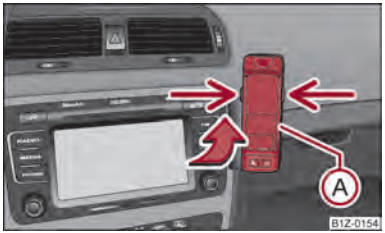

Fig. 111 Universal preparation for the mobile phone
– First of all push the adapter Ⓐ in the direction of arrow ⇒ fig. 111 up to the stop into the mount. Press the adapter slightly downwards, until it locks securely into position.
– Press simultaneously the side locks of the mount ⇒ fig. 111 and remove the mobile phone and adapter .